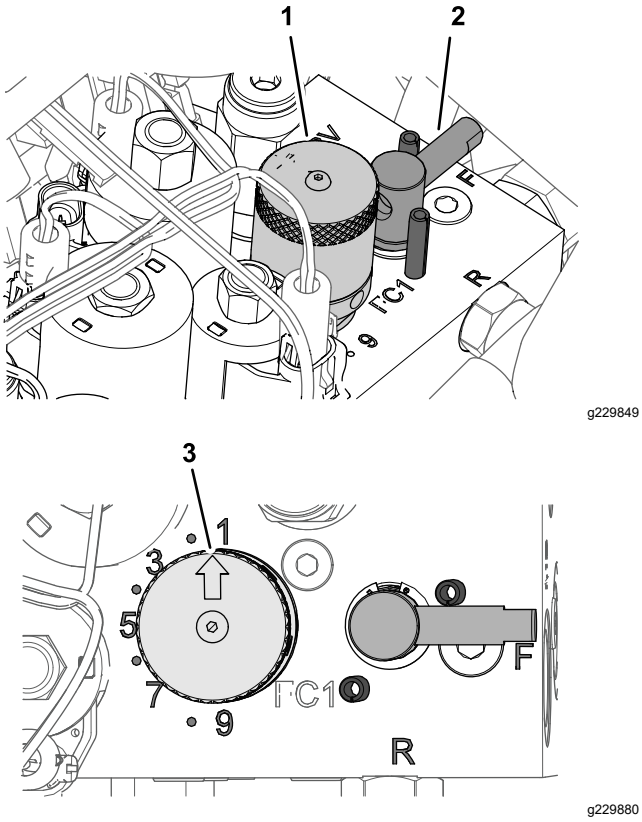

Figure 53
5. Pour régler la vitesse des cylindres, tournez le bouton de commande de vitesse (Figure 53) jusqu'à ce que la flèche soit en face de la valeur déterminée à l'opération 3.